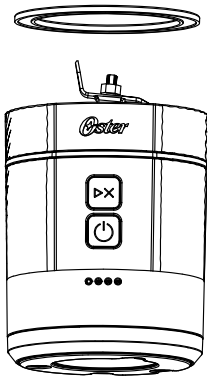

Figura 7
- Asegúrese de que el sello de silicona esté insertado en la base del motor (Figura 7), y que la superficie plana del sello de silicona esté orientada hacia arriba.